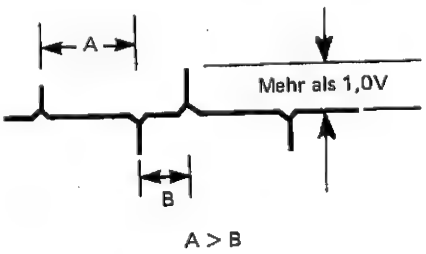

Abb. 50 Prüfung des Wiedergabe-Steuersignals
2) Die Wellenform mit einem Oszilloskop bei TP-701 messen und prüfen, on die Bedingungen in Abb. 50 erzielt werden.